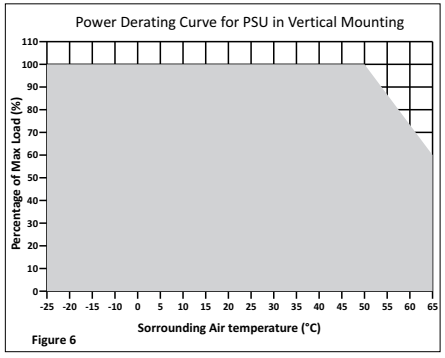

Figure 6
5.4. Temperaturverhalten (Abb. 6)
Derating (Leistungsherabsetzung)	Leistungsherabsetzung gemäß Abb. 6 > 55°C (2,5% / °C)
Betriebstemperaturbereich (Umgebungstemperatur)	-25°C bis +65°C (Leistungsherabsetzung gemäß Abb. 6)